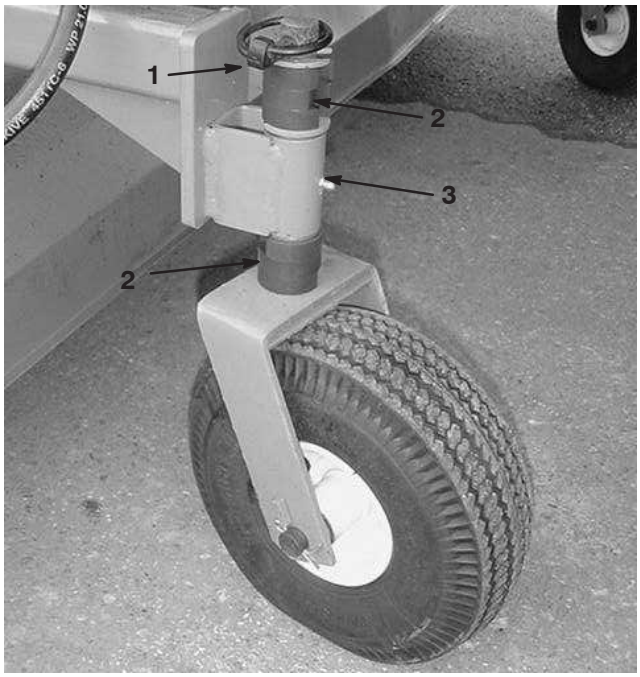

Bild 5
1. Nehmen Sie den Lastösenbolzen von der Spindelwelle ab (Bild 5).